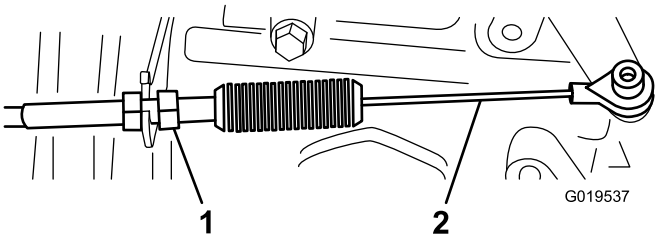
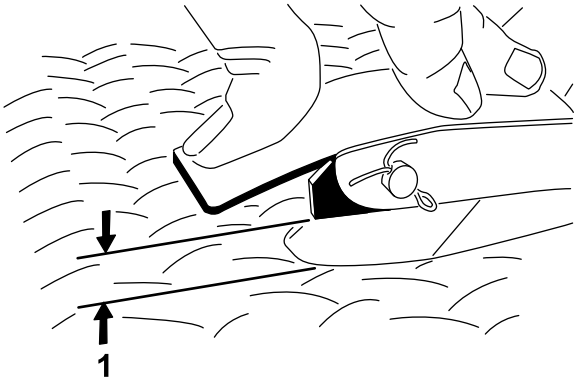

**Figur 67**
**Figur 68**
2. Juster kugleleddet på gaspedalkablet (Figur 67), så der er en afstand på 2,54 – 6,35 mm mellem gaspedalen og toppen af gulvpladens diamantmønster (Figur 68), når der påføres en kraft på 11,3 kg midt på pedalen. Tilspænd låsemøtrikken.